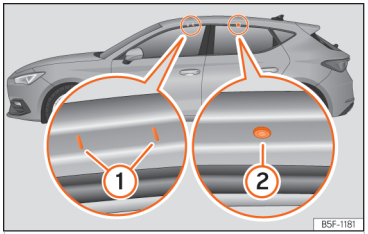

Abb. 202 Befestigungspunkte der Querstangen für den Dachgepäckträger (Leon).
Gültig für Leon: Die vorderen und hinteren Befestigungspunkte ① und ② sind nur bei geöffneten Türen sichtbar ››› (Abb. 202).